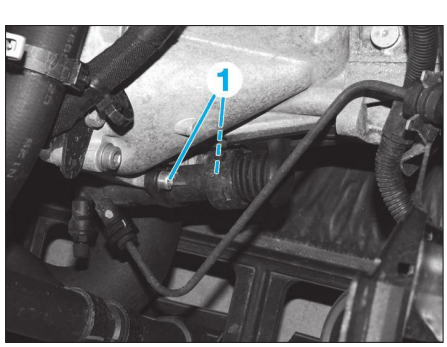

**Fig. 2**
• Sans débrancher les raccords, déposer et écarter le récepteur hydraulique (1) d'embrayage **(Fig.2)**.